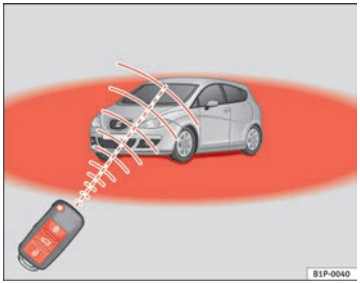

Fig. 63 Range of the remote control
- The remote control functions only when you are in range ⇒ fig. 63 (red area).